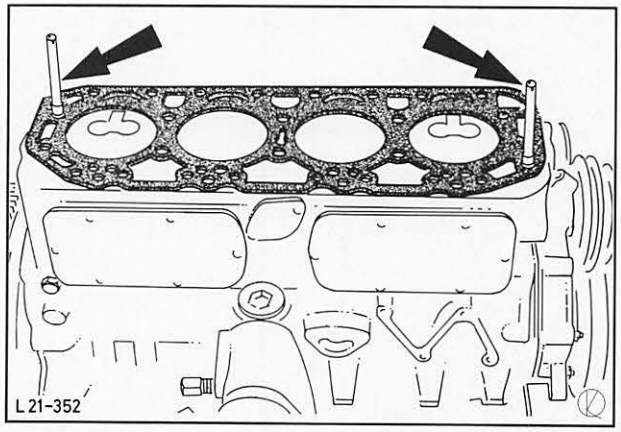
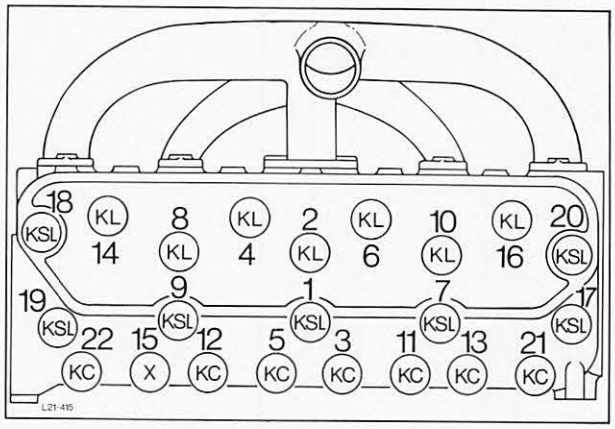

Abb. 80 Zylinderkopfdichtung auflegen
Abb. 81 Anzugsreihenfolge – Zylinderkopf
57. Halteschrauben – Zylinderlaufbüchsen abbauen. Neue Zylinderkopfdichtung auflegen, Zylinderkopf-Zentrierbolzen 21-083 in den Zylinderblock schrauben, Abb. 80. Zylinderkopf aufsetzen und Schrauben fingerfest drehen. Zentrierbolzen gegen die restlichen zwei Schrauben austauschen. Zylinderkopf in vorgeschriebener Reihenfolge, Abb. 81, mit vorgeschriebenem Drehmoment in drei Stufen festziehen (siehe Techn. Daten). Spezialwerkzeug 21-087 verwenden.
Die Zylinderkopfschrauben sind auf dem Kopf wegen der unterschiedlichen Länge gekennzeichnet, Abb. 81.